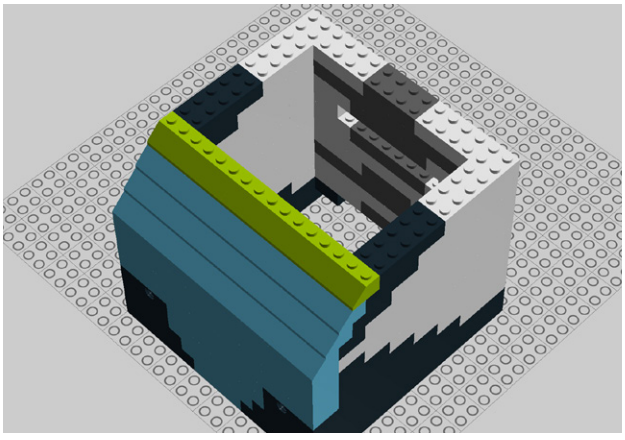

Figure 9-52. *Step 47: Adding more translucent slopes*
47. Next, add two 2x2 and three 2x4 translucent slopes (Figure 9-52).